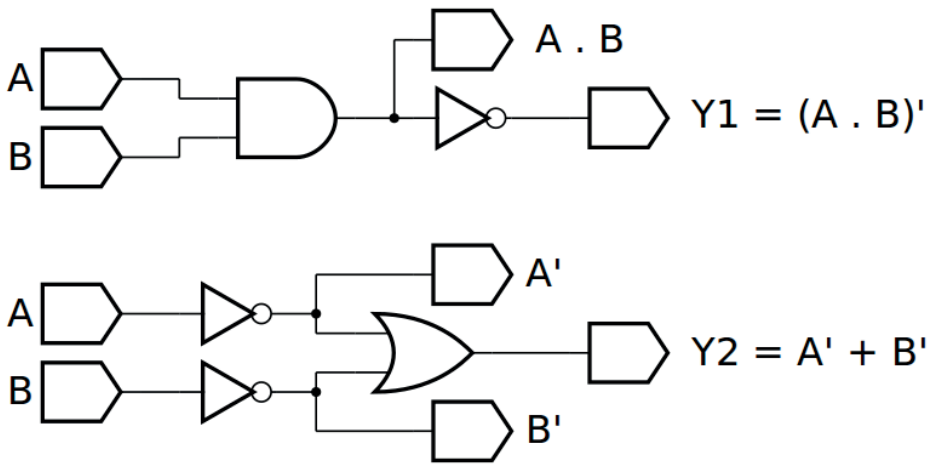
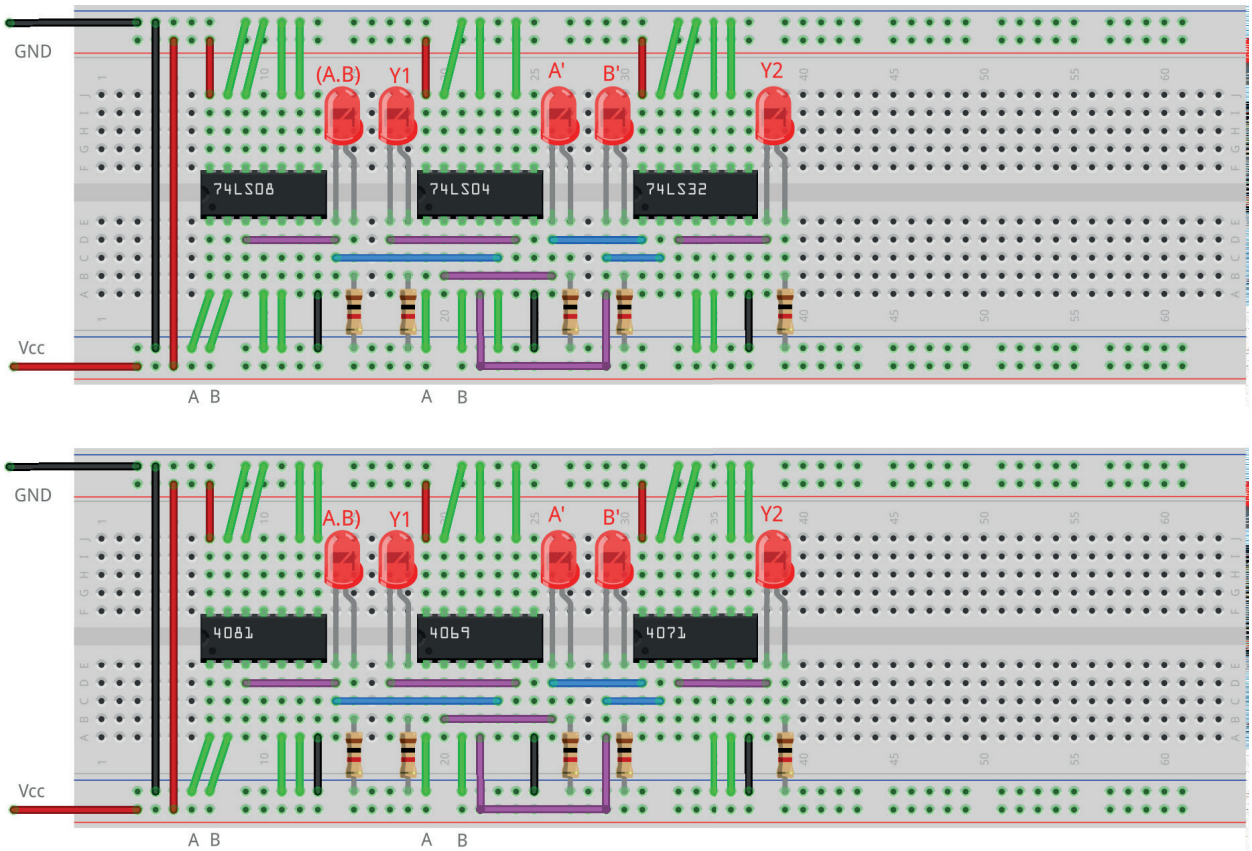

Figura 4.49 – Diagrama esquemático.
Figura 4.51 – Placa de montagem com componentes.
1. Monte o circuito da figura 4.49, conforme mostrado na figura 4.51, na placa de montagem.
6. Simule o circuito da figura 4.49 em um software de simulação para computador (SmartSim, Atanua ou Qucs) e compare com a tabela 4.17.